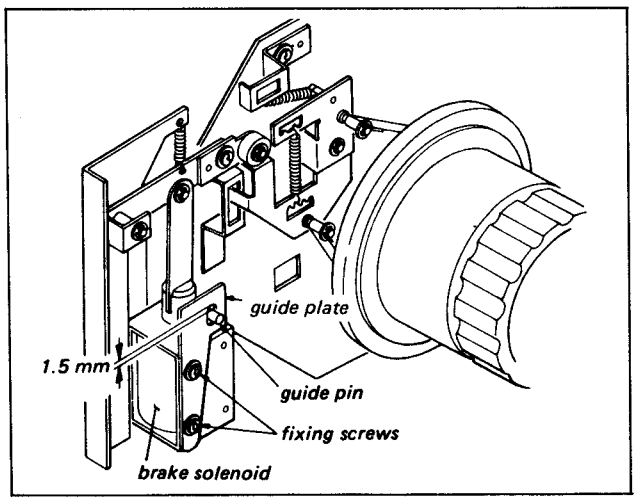

Fig. 6-5. Brake solenoid stroke adjustment
3. Confirm that the clearance between the Guide Plate and the Guide Pin is 1.5 mm as shown in Fig. 6-5. If not, adjust the Guide Plate position.